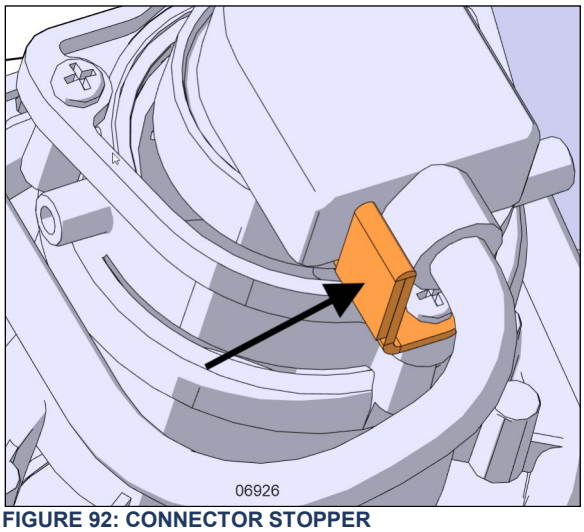

**FIGURE 92: CONNECTOR STOPPER**
4. Install the new bulb by reversing the previous steps and make sure the connector stopper is in place (Figure 92). **Make sure the connector is properly connected.**